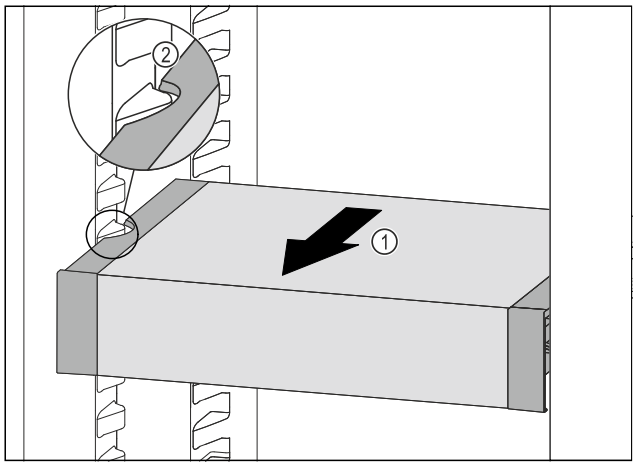

Fig. 178
▶ Tirer le VarioSafe vers l'avant *Fig. 178 (1)* jusqu'à ce que les encoches latérales du VarioSafe se trouvent au niveau de la nervure du bac dans la partie réfrigérateur. *Fig. 178 (2)*